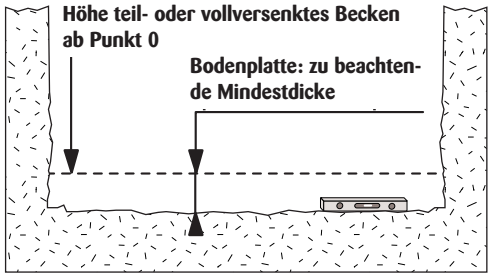

Abb. 15
- der Boden des Aushubs einwandfrei eben und waagerecht ist, Abb. 15.
⚠ **Die Abb. 15, 16, 17 und 18 sind lediglich Hinweise. Richten Sie sich nach den Ihrem Beckenmodell entsprechenden Anweisungen der Beilagen von Teil ❷ der Anleitung.**